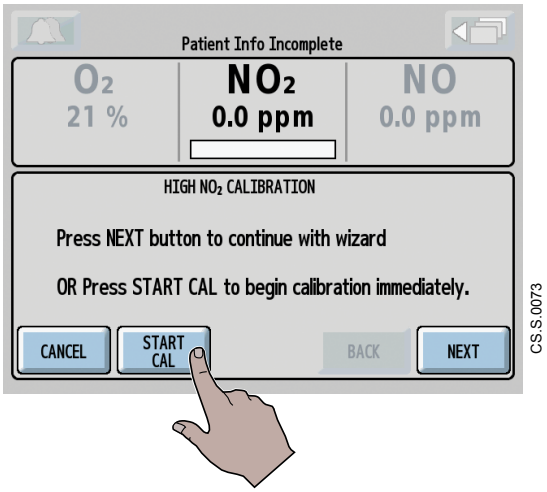

Figure 5-23 Selecting START CAL to start NO_2 calibration
15. Select the **START CAL button** to start the **High NO_2 Calibration** (see Figure 5-23).
Table 5-7 Screen Buttons, Figure 5-23